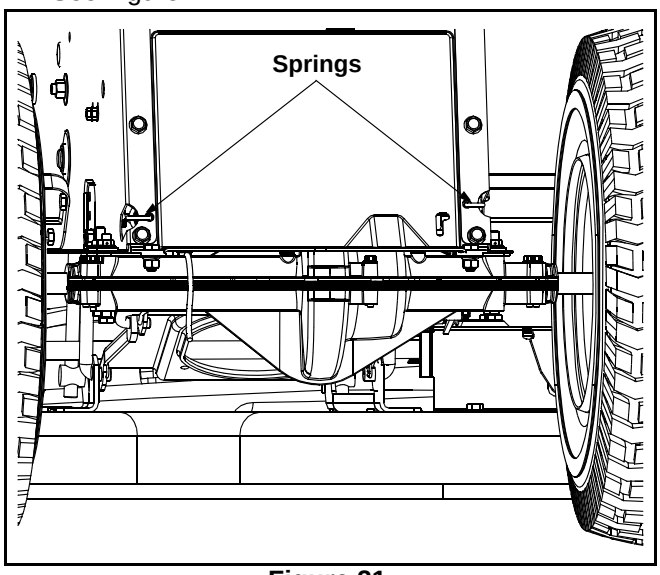

Figure 21
- Using a spring puller (Part No. 732-0571)or other suitable tool, disconnect the two springs which are attached to the rear portion of the tractor frame. See Figure 21.